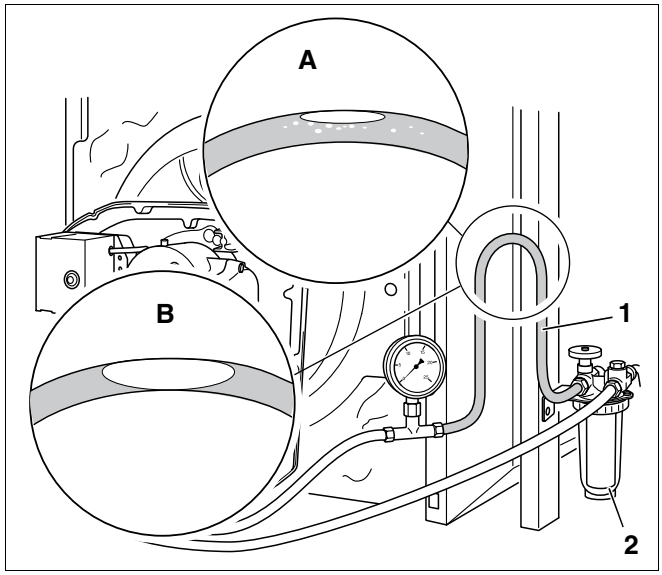

Fig. 65 Fissare in alto il flessibile trasparente
- Inserire il flessibile trasparente (fig. 65, **pos. 1**) nella tubazione di aspirazione dietro al filtro gasolio (fig. 65, **pos. 2**).
- Fissare in alto un passante del flessibile trasparente nel modo indicato (fig. 65).
- Eseguire un controllo visivo della quantità d'aria che si sta formando (fig. 65, **ingrandimento A** e **B**).
Se nel punto più alto del passante si forma solo una piccola quantità d'aria (fig. 65, **ingrandimento A**), allora la tubazione del gasolio presenta una sufficiente ermeticità.
In caso di grosse bolle d'aria (fig. 65, **ingrandimento B**) la tubazione di aspirazione e/o i raccordi non sono abbastanza ermetici.